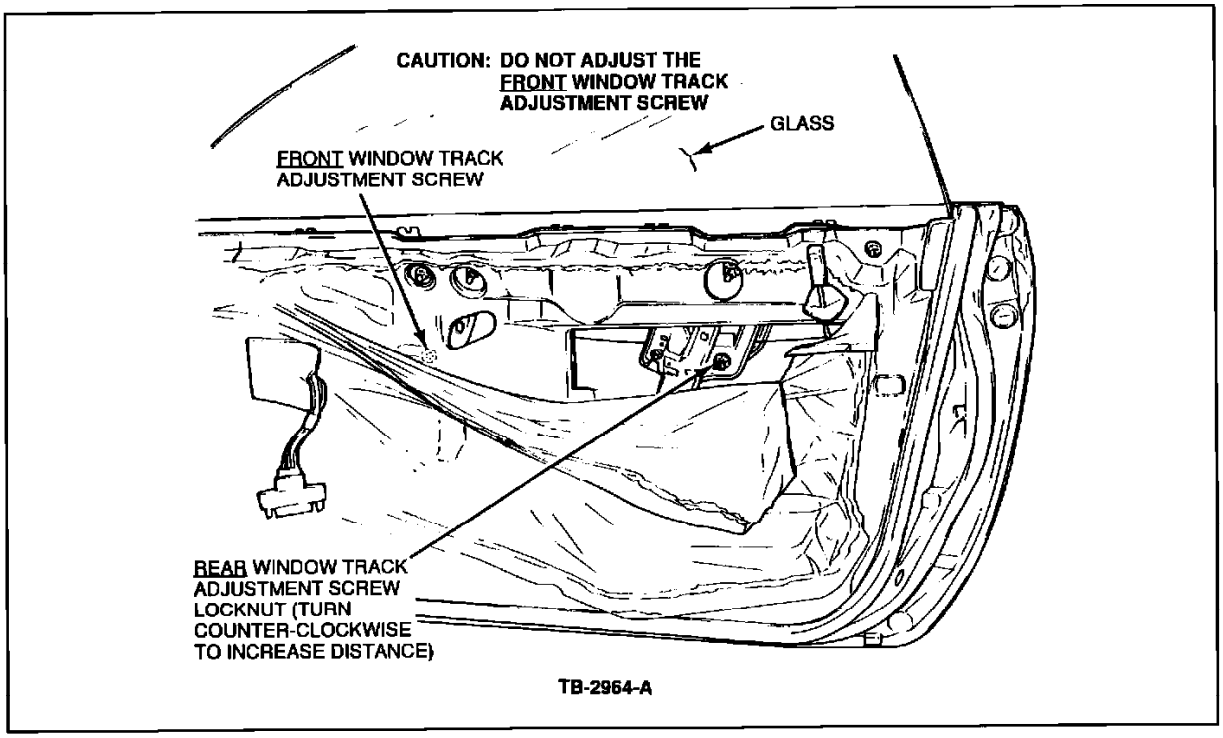

Figure 4
c. To adjust, loosen the adjustment screw locknut, Figure 4, and turn the adjustment screw counter-clockwise to increase the distance.